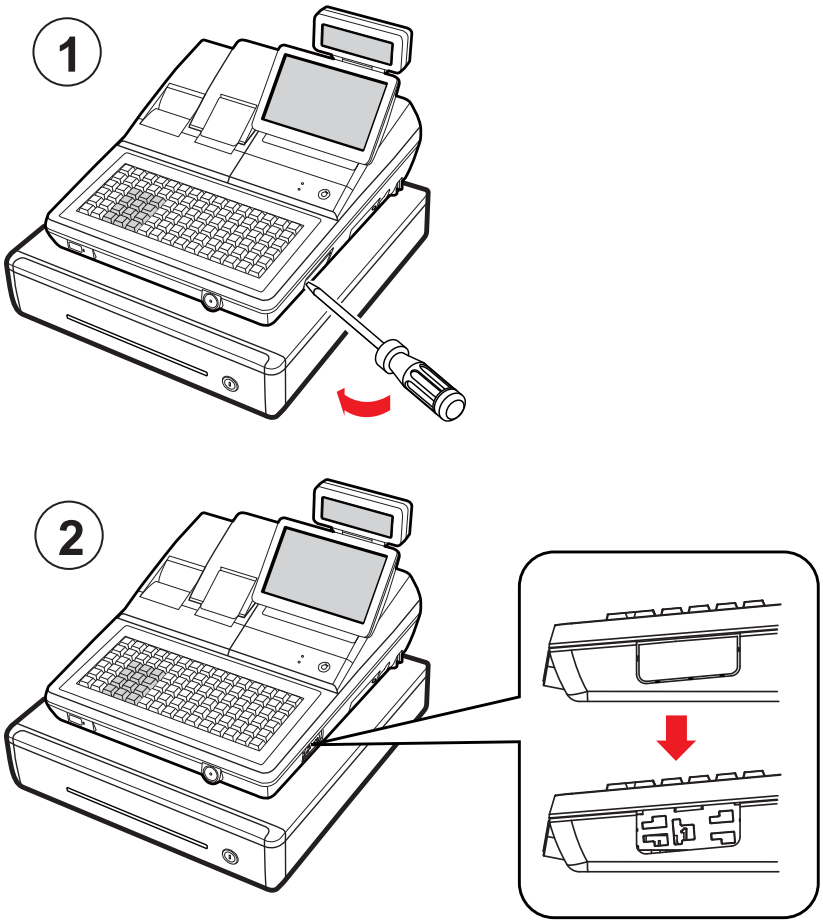

Figure 3-4 MSR Installation (1)
1. Cut off the area (MSR assembly area) shown in the Figure 3-4-① by using a (-) shaped screw driver.
2. Figure 3-4-② shows the difference before and after.